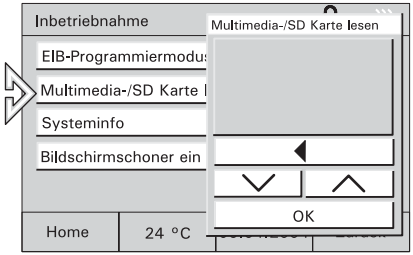

Fig. 68
2. SD-Karte in das Controlpanel einführen und Button „Multimedia-/SD-Karte lesen“ drücken (Fig. 68).